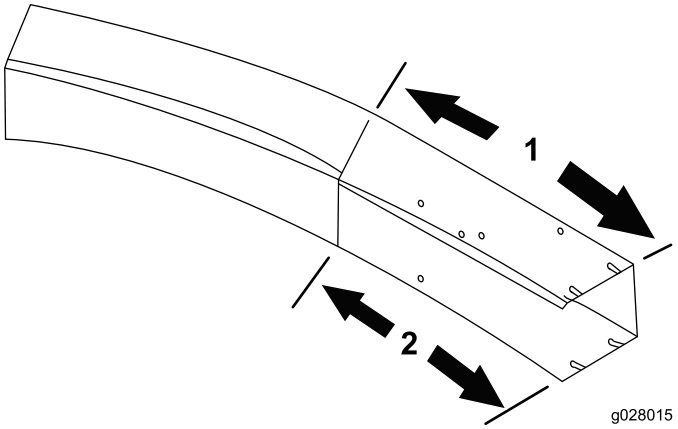

Figure 18
1. Using the dimensions shown in Figure 18, use a tape measure and mark the chute.